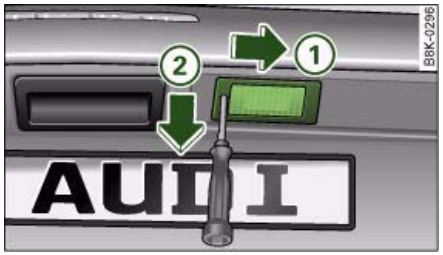

Fig. 310 Boot lid: Removing number plate light
- Insert the flat-blade side of the reversible screwdriver insert into the slot on the number plate light ⇒ fig. 310.